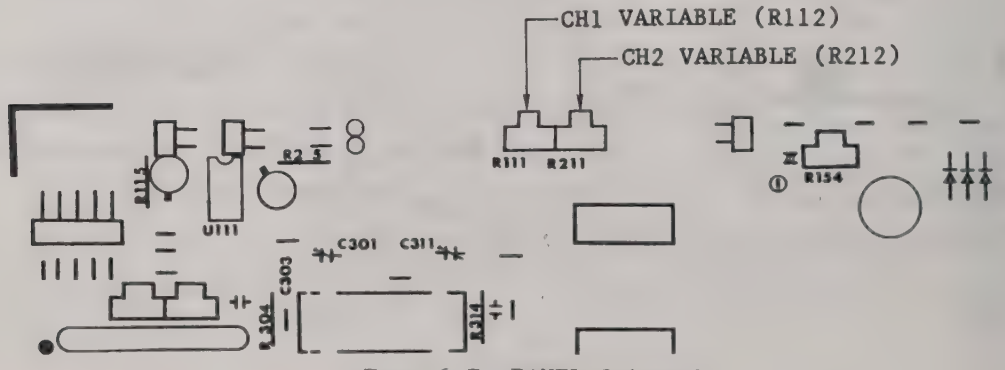

Fig. 6-7 PANEL-3 board
6.5.5 CH1 and CH2 VARIABLE adjustments (See Fig. 6-7.)